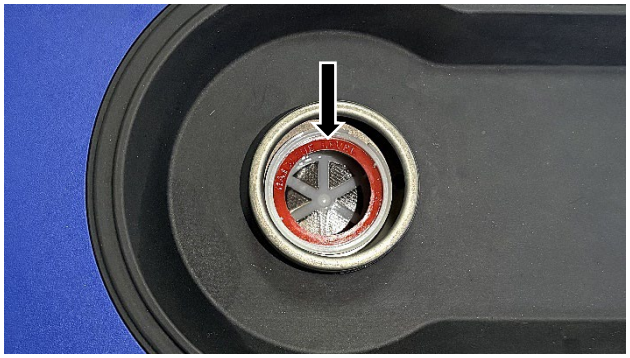

Figure 8 Maximum Fuel Fill Level
4. Slowly add fuel into the fuel tank. Be careful not to overfill the tank. The fuel level should NOT be higher than the red ring inside the fuel strainer (see Figure 8).